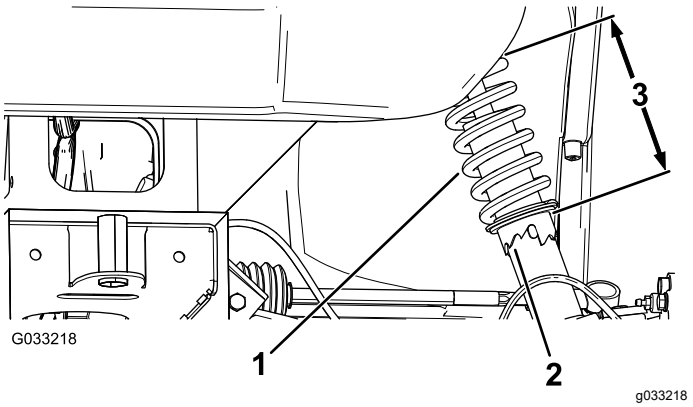

Bild 57
2. Wenn der Radsturz nicht richtig eingestellt ist, drehen Sie den Stellring am Stoßdämpfer mit einem Gabelschlüssel, um das Rad einzustellen (Bild 57).